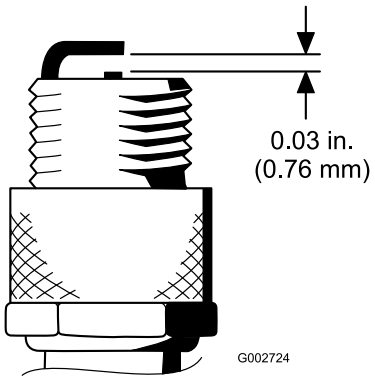

Figur 48
4. Still inn luftgapet mellom midten og siden på elektrodene til 0,76 mm (Figur 48).